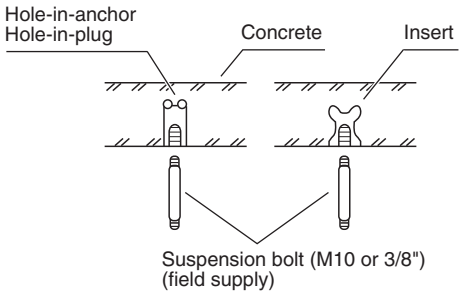

Fig. 3-3
- Insert suspension bolts (Fig. 3-3)
(2) Screw in the suspension bolts allowing them to protrude from the ceiling (Fig. 3-3). (Cut the ceiling material, if necessary.)